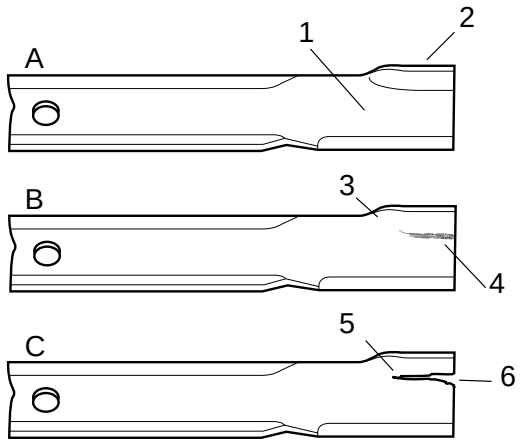

Fig. 16
Se si lascia consumare la lama si forma una tacca fra la costola e la sezione piana (Fig. 16-C). Alla fine un pezzo di lama si stacca e viene scagliato da sotto il corpo dell'apparato, compromettendo l'integrità fisica dell'operatore e degli astanti.
2. Controllare attentamente il tagliente della lama, facendo particolare attenzione al punto in cui le sezioni piane e curve si incontrano (Fig. 16-A). Sabbia e materiali abrasivi possono consumare il metallo che congiunge le sezioni piane della lama a quelle curve, pertanto controllare la lama prima di usare la macchina. In caso di usura (Fig. 16-B) cambiare la lama.